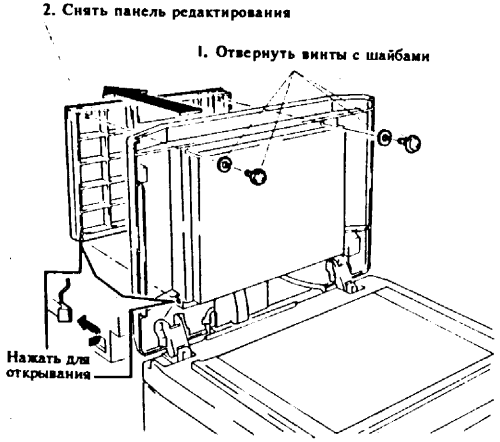

Рис.9 Снятие панели редактирования
(4) Снять модуль карты с крышки платы стекла оригинала.
(5) Снять панель редактирования с крышки платы стекла оригинала (рис.9).